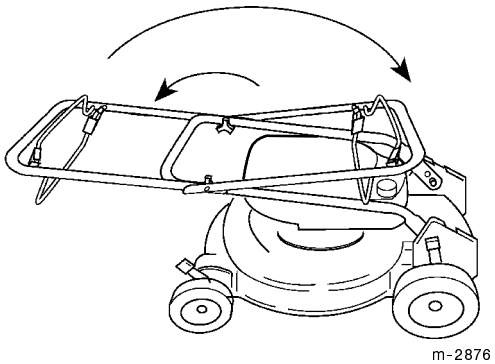

Figure 38
2. Rotate the handle toward the front of the lawn mower (Fig. 38).